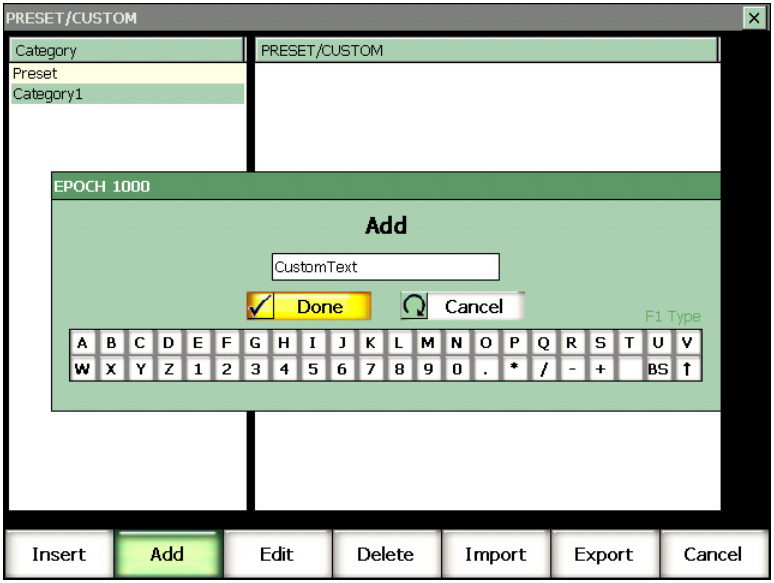

Figure 10-16 Adding a custom memo
1. In the **Category** column of the **Preset/Custom** page (see Figure 10-16 on page 221), press **Add**.